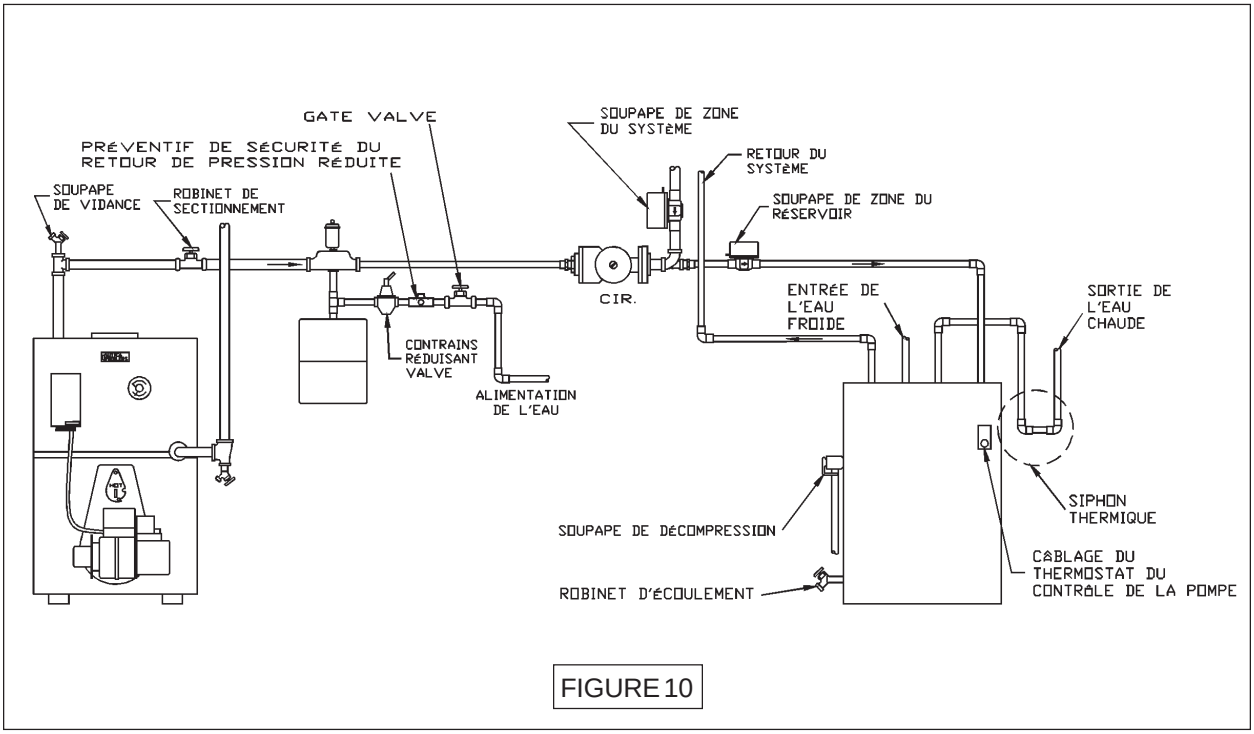

FIGURE 10
10. Une installation typique avec des soupapes de zone est montrée à la figure 10 ci-dessous.